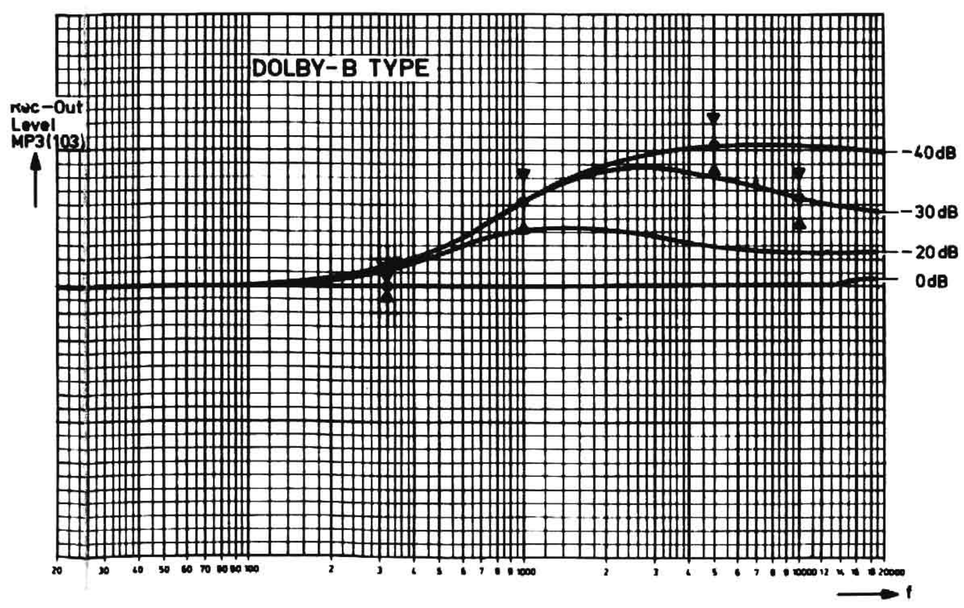
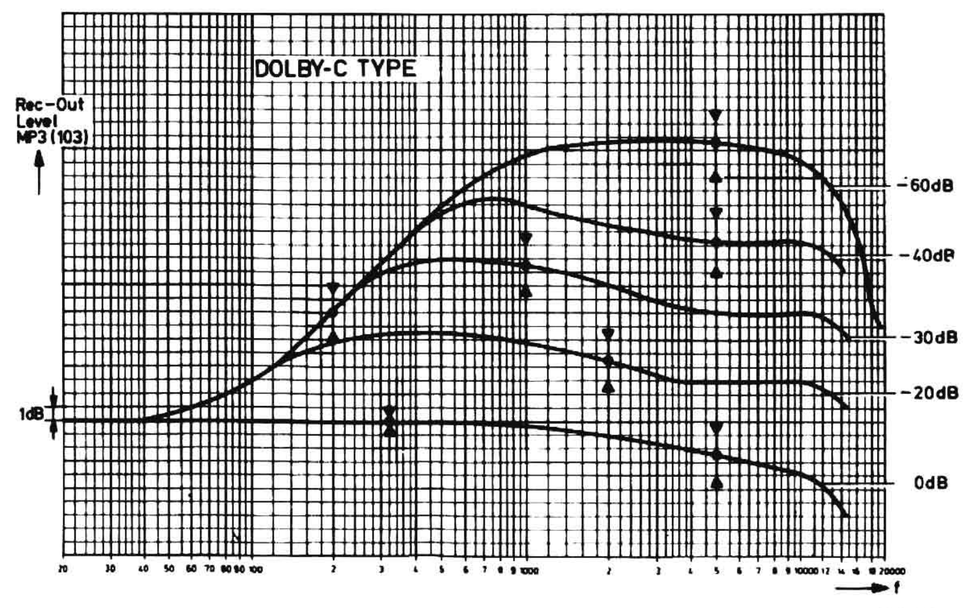

Fig. 13
Fig. 14
*c – Graphs Fig. 13 and Fig. 14 show how the voltage across MP3 (MP103) rec.-out behaves with respect to the voltage across output BU6 (BU7) at various input levels.
*c – In de grafieken Fig. 13 en Fig. 14 is aangegeven hoe de spanning op MP3 (MP103) rec-out zich gedraagt t.o.v. de spanning op de uitgang BU6 (BU7) bij verschillende ingangsniveau's.
*c – Les graphiques Fig. 13 et Fig. 14 montrent le comportement de la tension sur MP3 (MP103) rec-out par rapport à la sortie BU6 (BU7) à des niveaux d'entrée différents.
*c – In den graphischen Darstellungen Fig. 13 und Fig. 14 ist angegeben, wie sich die Spannung an MP3 (MP103) "rec-out" gegenüber der Spannung an dem Ausgang BU6 (BU7) bei mehreren Eingangspegeln verhält.
*c – I grafici Fig. 13 e Fig. 14 fanno apparire il comportamento della tensione su di MP3 (MP103) rec-out nei confronti della tensione di uscita BU6 (BU7) ai livelli diversi di tensione.